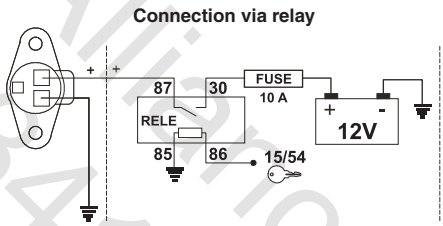

Fig. 9
• connection via relay as shown in Fig. 9.
Otherwise install a relay as indicated in Fig. 9 and install a 10 A fuse on the power cable.